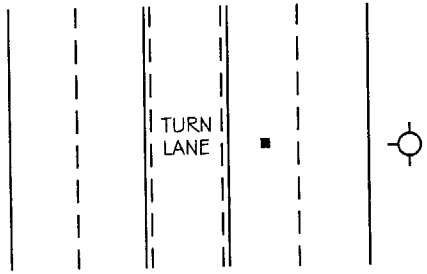

FIGURE 6
2. MARKERS TO BE LOCATED IN CENTER OF LANE EXCEPT FIGURES 6 AND 7 WHICH WILL BE LOCATED 1 FOOT FROM EDGE OF LANE.